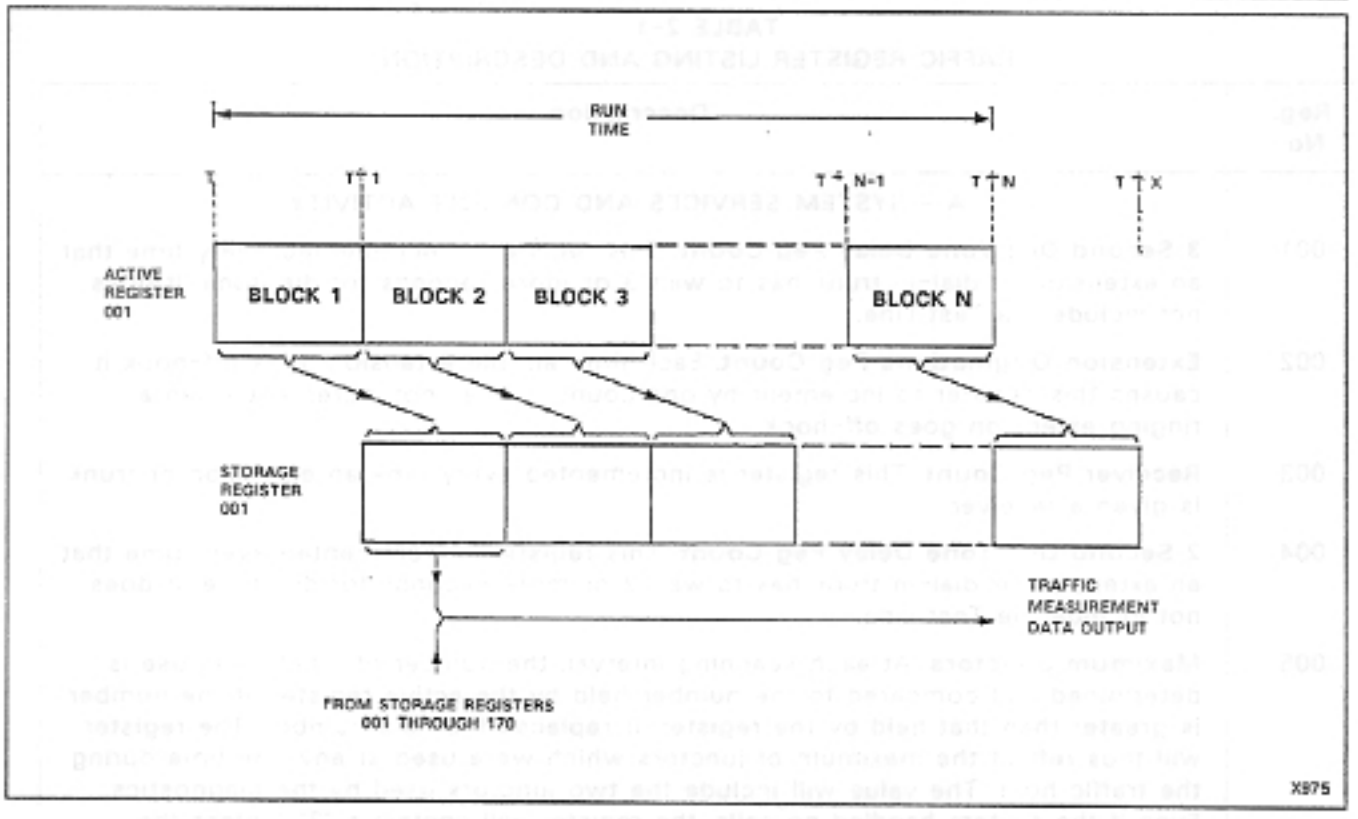

Figure 2-1 Traffic Measurement Collection and Output Diagram
2.04 Referring to Figure 2-1 and considering Active Register 001, data is accumulated during the first hour (Block 1), and, at the end of that block, transferred to Storage Register 001 with the Active Register count reverting to zero. The data is held for 1 hour, during which time it may be accessed and is then replaced by the data count accumulated during Block 2 time. If the run time is less than 24 hours, the last block transferred will remain in the storage register up to 1 hour after the run commences the following day.